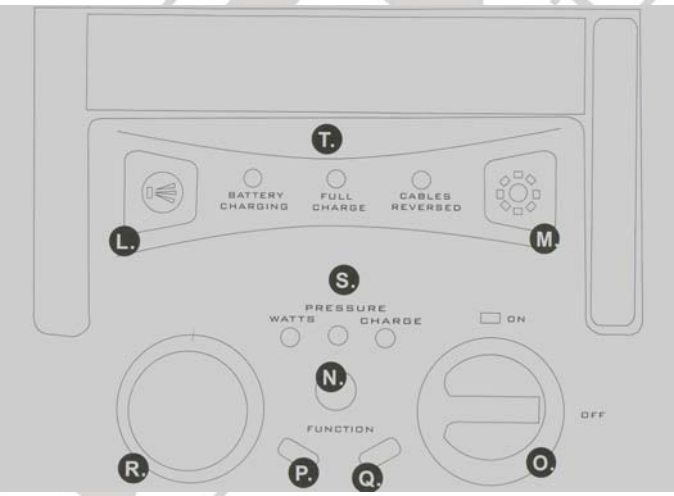

Рис. 3
10. Установите переключатель кабелей для запуска в положение ON (см. рисунок 3, пункт O). Процесс запуска не должен превышать 6 секунд. Необходимо чтобы после каждого запуска проходило три минуты в целях охлаждения источника питания.
Для эксплуатации встроенной флуоресцентной лампы с холодным катодом нажмите кнопку питания синей лампочки в верхней части блока питания (см. рисунок 3, пункт M).
5. Включите компрессор нажатием его кнопки питания (см. рисунок 3, пункт L). Компрессор будет работать до достижения установленного уровня давления, а затем отключится. В процессе работы компрессора на дисплее будет отображаться текущее давление наполняемого воздухом объекта. Для отображения уровня давления которое было установлено нажмите и удерживайте кнопку для увеличения или уменьшения уровня фунтов \ кв.дюйм. После того как Вы отпустите кнопку для увеличения или уменьшения уровня фунтов \ кв.дюйм на дисплее опять начнет отображаться текущее давление наполняемого воздухом объекта.
- Включите компрессор, нажав синюю кнопку в верхней части блока питания (см. рис. 3, пункт L).
- Включите компрессор, нажав синюю кнопку в верхней части блока питания (смотрите рис. 3, пункт L).